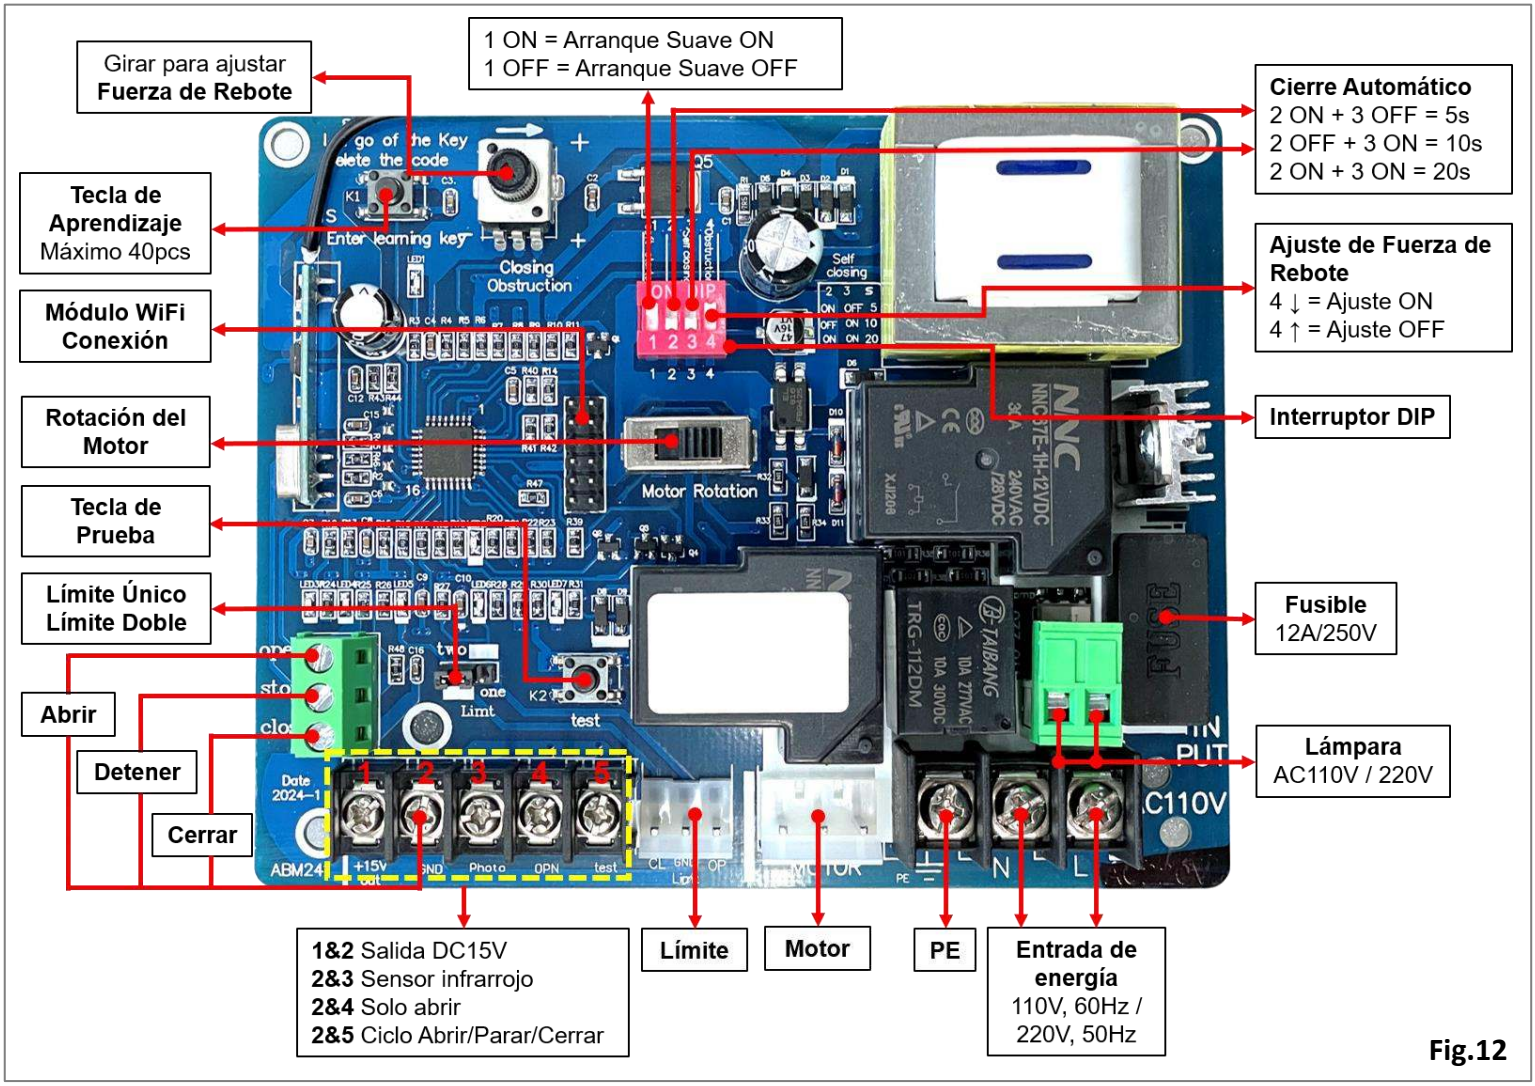

Fig.12
5.2 Conexión de Cables (Fig.12)